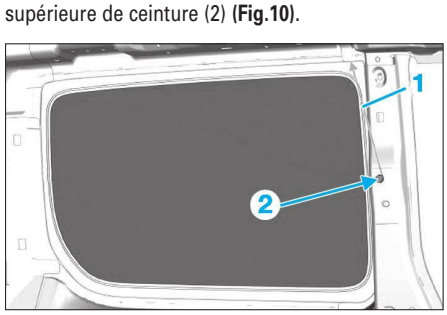

**FIG. 10**
• Fixer l'extrémité du fil tranchant (1) sur la fixation supérieure de ceinture (2) **(Fig.10)**.